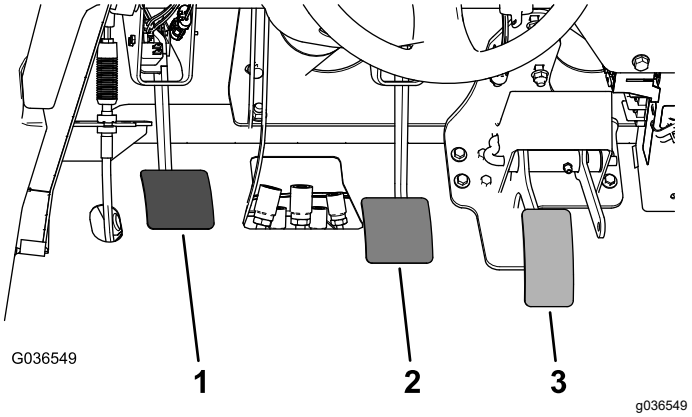

Figur 62
2. Lätta på bromspedalen (Figur 62) tills den vidrör ramen.
3. Lossa låsmuttrarna som håller oket till huvudcylinderaxeln (Figur 62).